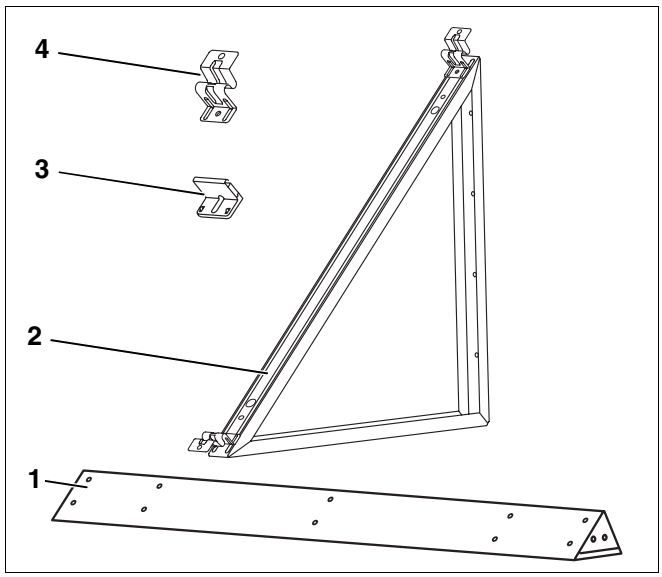

Afb. 9 Staander voor gevel 45°
5.2.3 Montageset staander voor gevel 45° – afb. 9